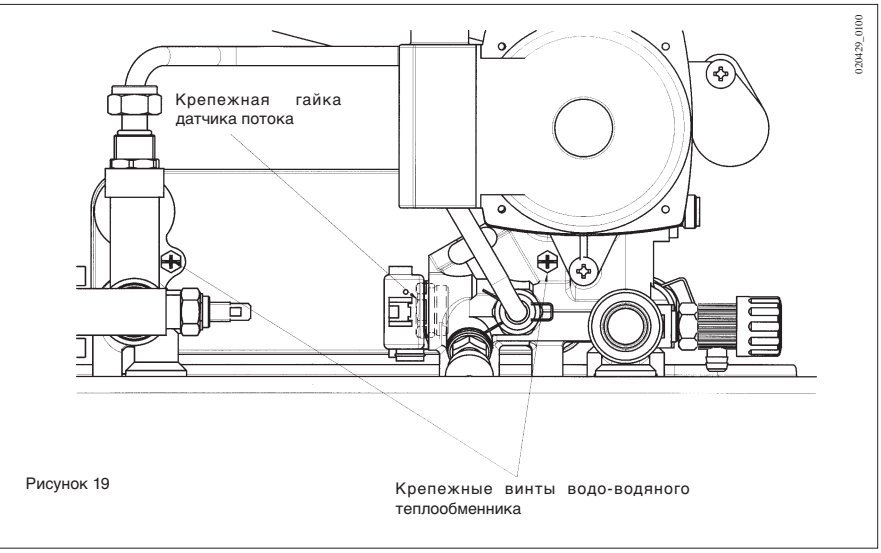

Рисунок 19
- снять два крепежных винта с лицевой стороны водо-водяного теплообменника и вынуть его из опорной рамы (см. рис. 19).
- отвинтить крепежную гайку датчика потока (см. рис. 19);